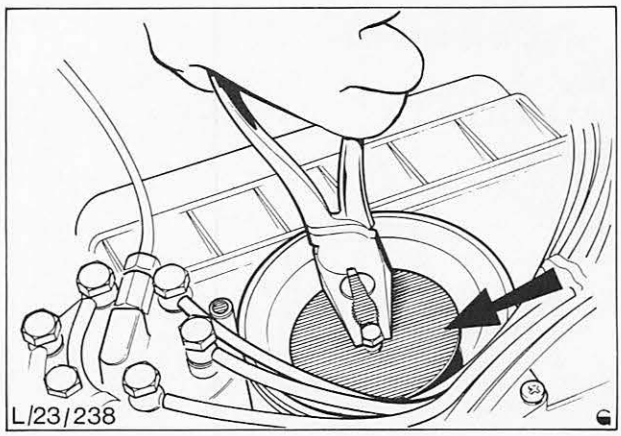

Abb. 46 Beweglichkeit der Stauscheibe prüfen
8. Mit einer Zange Stauscheibe etwas anheben, um Leichtgängigkeit und Beweglichkeit des Steuerkolbens zu prüfen, Abb. 46.